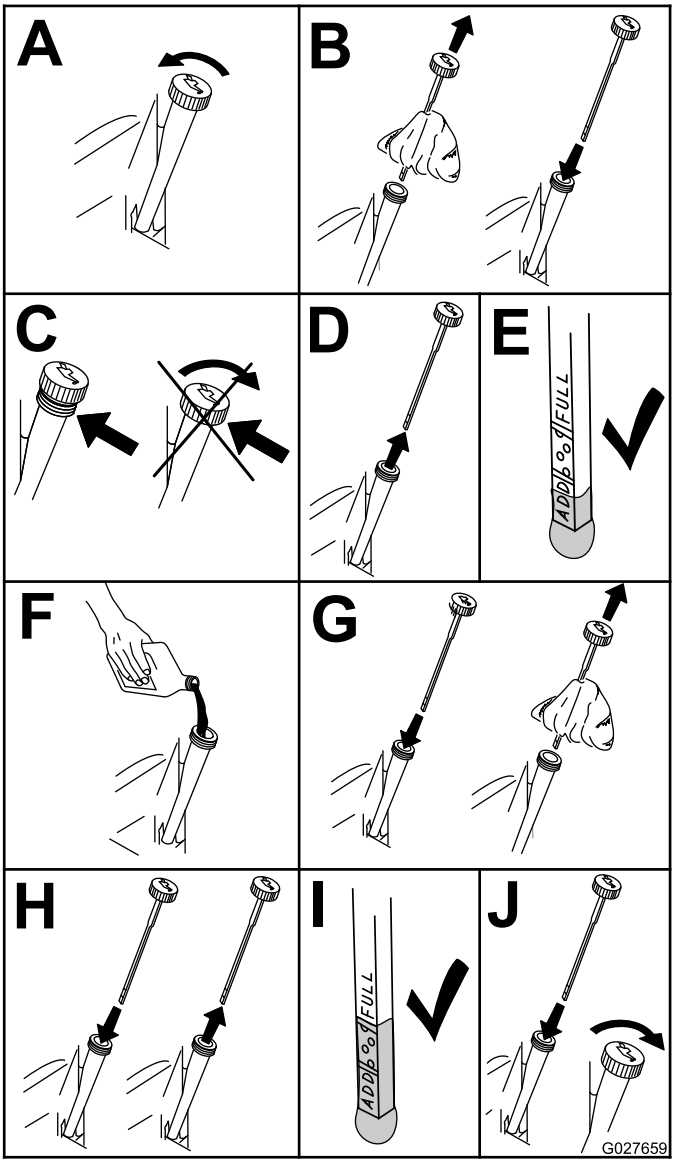

Figur 39
4. Kontrollér motoroliestanden (Figur 39).